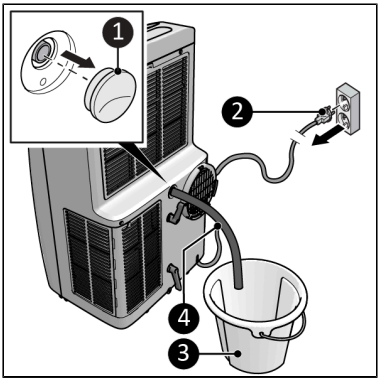

Figure 32.
1. Make sure the device is switched off and the plug is removed from the power outlet (Figure 32, pos. 2).
2. Remove the rubber plug from the drain of the device and keep it in a safe place (Figure 32, pos. 1).
3. Connect the included water drain hose to the drain of the device (Figure 32, pos. 4).
4. Place the outlet of the water drain hose in a bucket (Figure 32, pos. 3).